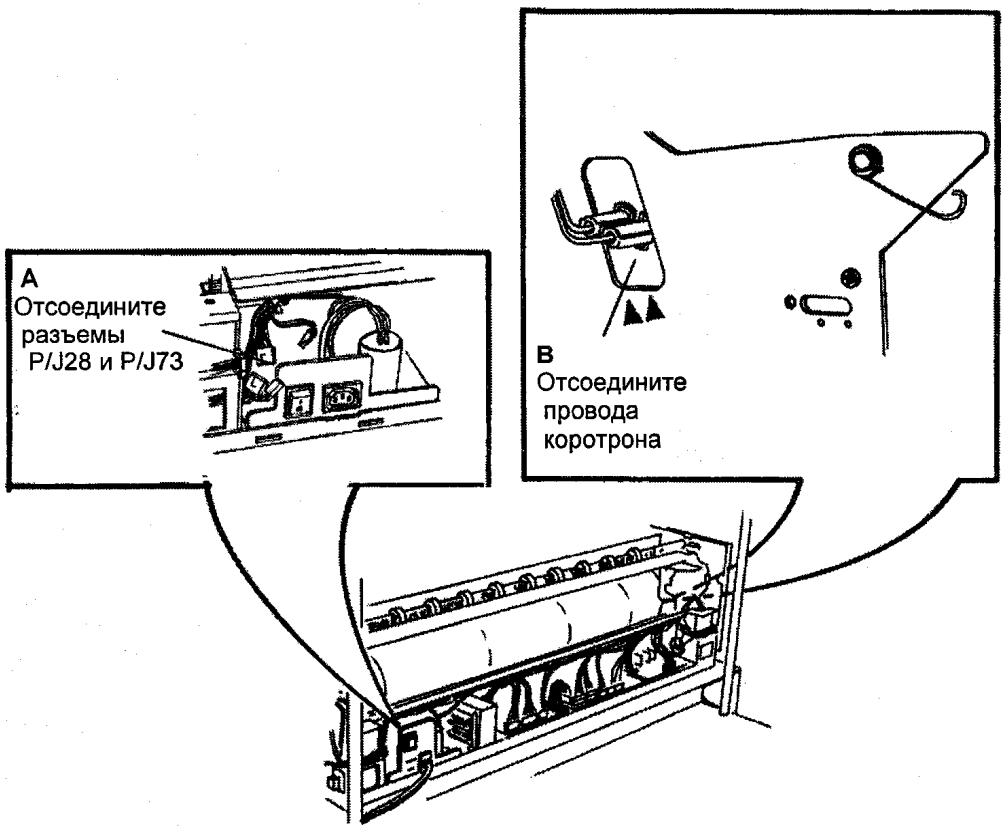

Рис. 1 Подготовка к снятию модуля транспортера материала
3. (РИС. 1): ПОДГОТОВЬТЕСЬ К СНЯТИЮ МОДУЛЯ ТРАНСПОРТЕРА МАТЕРИАЛА.